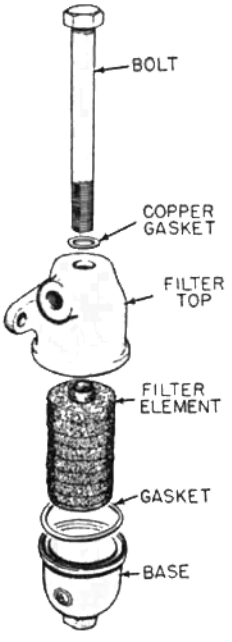

Fig. C784 — Exploded view of 300 series liquid LP-Gas filter. Filter is clogged when body shows frost.
47. An exploded view of the liquid fuel filter is shown in Fig. C784. The filter is designed to stop the passage of scale, rust or other foreign material into the remainder of the system.